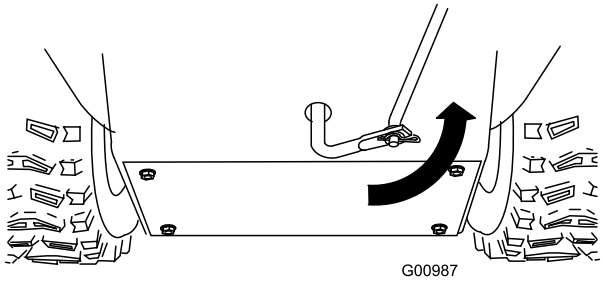

Figur 13
5. Drej den nederste forbindelsesarm helt opad (mod uret) (Figur 13).